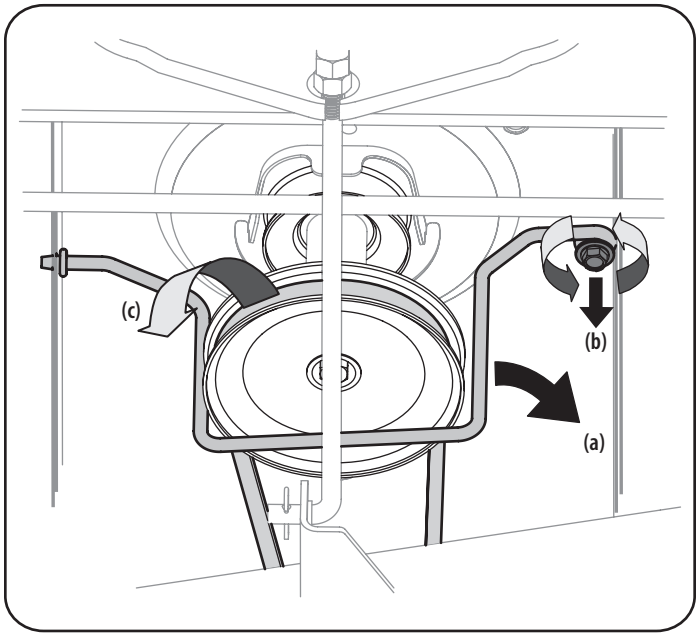

Figura 26
3. Retire la varilla del guardacorrea (a), alrededor de la polea del motor del tractor, sacando el tornillo autoroscante (b) que lo fija. Consulte la Figura 26.
4. Retire la correa (c) de alrededor de la polea del motor del tractor y de las poleas locas. Consulte la Figura 26.